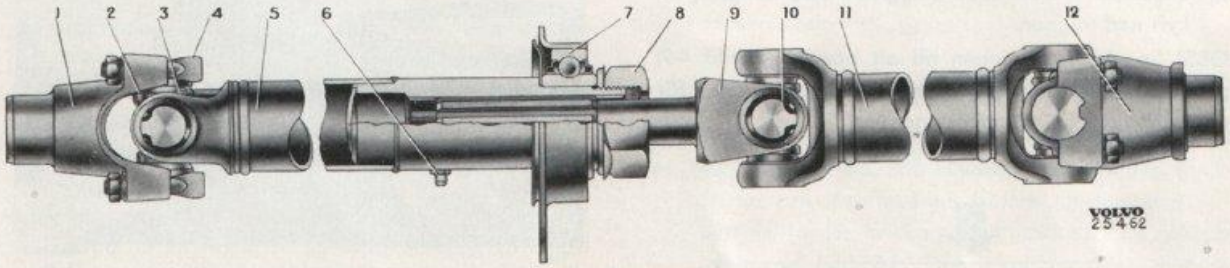
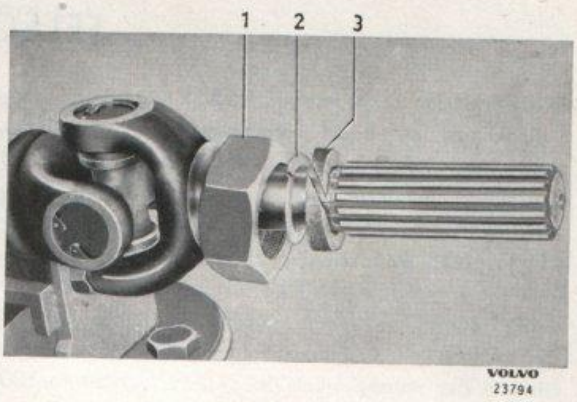

Bild 4-1. Kardanaxel
Bild 4-8. Splinesaxel
Kardanaxeln på P 1800 är delad och av rörtyp, se bild 4-1.
1. Lyft upp vagnen och sätt bockar under fram- och bakaxeln. Lossa klammerna som håller bakre kardanknuten vid bakaxelns medbringare (12, bild 4-1). Vik undan låsbrickan och lossa muttern (8). Drag ut kardanaxeln bakåt.
2. Sätt mutter (8), bricka och filtpackning på splinesaxeln, se bild 4-8. Smörj splinesaxelns glidytor med ett tunt lager molybdendisulfid (saluföres under olika varunamn). Montera samman främre och bakre kardanaxeln. Vid hopsättningen är det viktigt att gaffeln på främre kardanaxeln och gaffeln på splinesaxeln kommer i samma plan, se bild 4-1.
Felaktig montering.	Jämför med anvisningar för hopsättning och montering. Jämför knutarnas inbördes läge med bild 4-1.